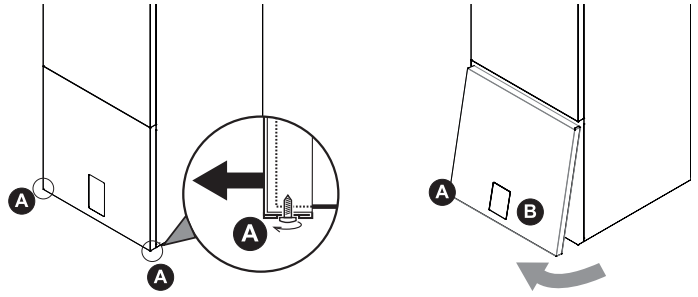

fig. 16 - démontage du panneau avant
- Dévisser partiellement les vis A (voir « fig. 16 - démontage du panneau avant »).
- Extraire le panneau B et le décrocher des fixations supérieures (voir « fig. 16 - démontage du panneau avant »).